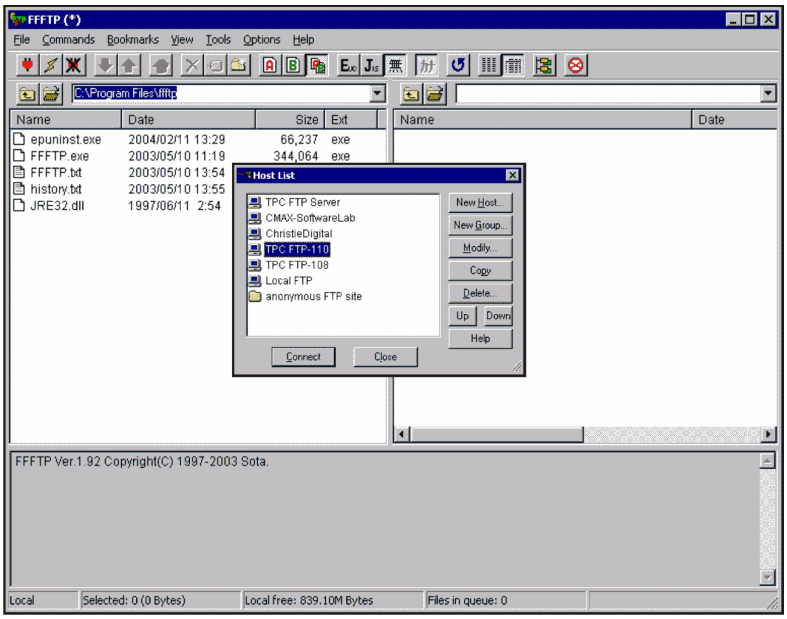

Figure 3-42 Main FTTP Window with Host List
1. Run FFFTP on a PC that is connected to the same network as the TPC. At the main window, click the **Connect** icon or **File Connect** menu. The **Host List** box should appear (**Figure 3-42**).